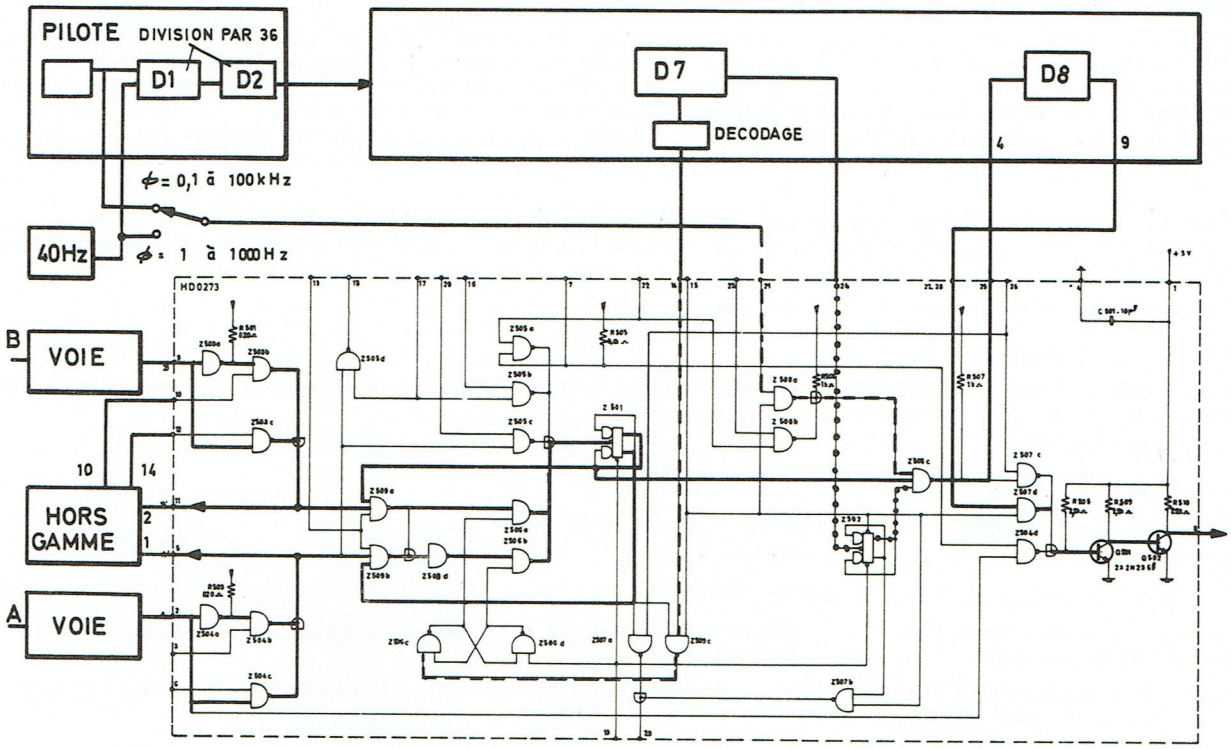

**Fig 30**
3.4.7. - Phasemètre ØB - ØA : (Figure 30)